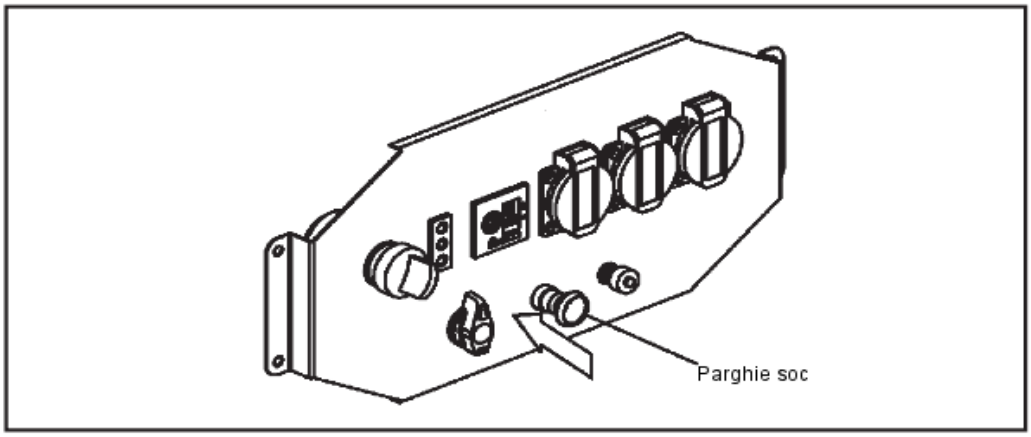

Fig. 10 - Deschiderea parghiei soc
4.5. Mutati socul in pozitia OPEN dupa ce motorul s-a incalzit, vezi fig. 10.